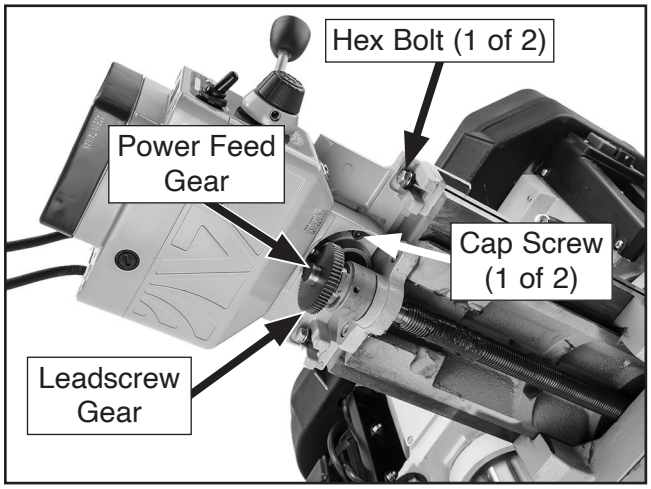

Figure 16. Left side of power feed bracket with attached power feed unit mounted to right side of bracket.
11. Slide bracket assembly with power feed unit onto hex bolts on other half of bracket assembly mounted to table (see **Figure 16**).